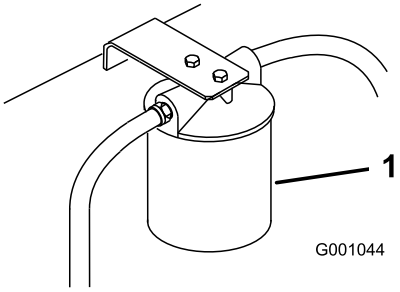

Figuur 72
3. Plaats een opvangbak onder het filter. Verwijder het oude filter en veeg de pakking van het filtertussenstuk schoon (Figuur 72).